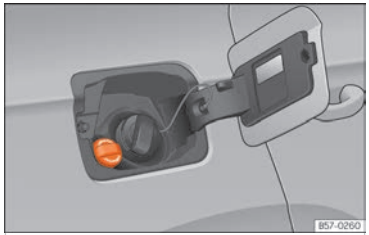

Fig. 188 AdBlue tank cap®.
- Open the tank flap ››› Fig. 188.
- Turn the SCR tank cap anti-clockwise ››› Fig. 188.